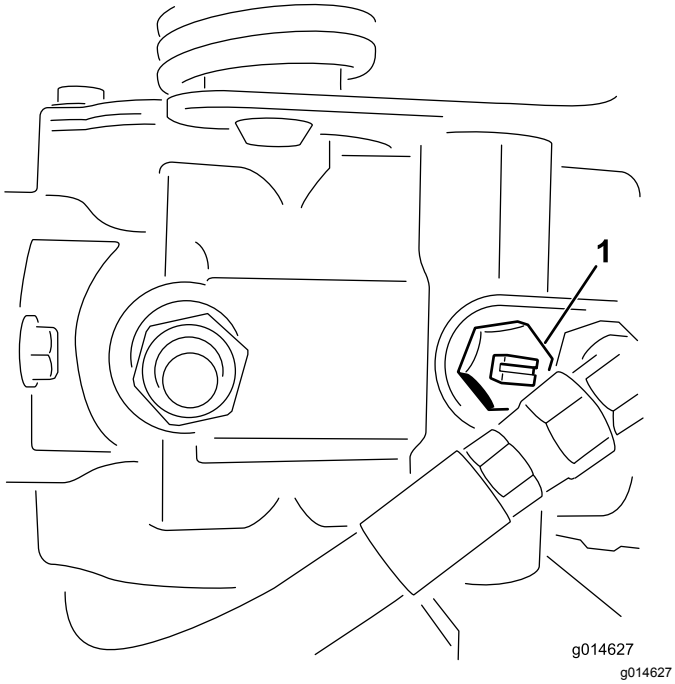

Figuur 24
1. Ga naar de omloopklep op de pomp en draai deze zodat de sleuf verticaal staat (Figuur 24).
2. Voordat u de motor start, moet u de omloopklep sluiten door deze zo te draaien dat de sleuf horizontaal staat (Figuur 24).